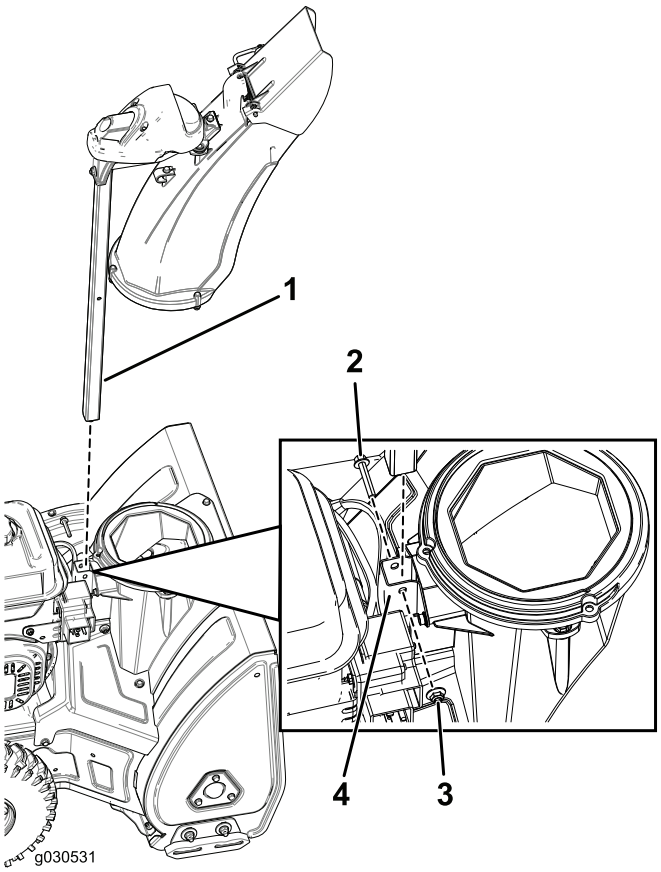

**Figur 5**
1. Før sliskestolpen gennem beslaget ned i bunden af maskinen, og fastgør den med en bolt og en låsemøtrik (Figur 5).